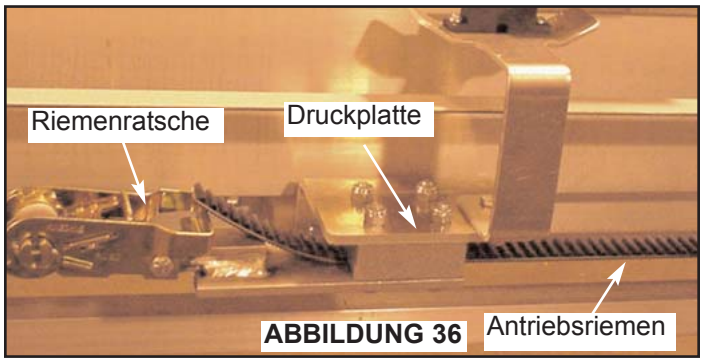

ABBILDUNG 36
1. Die Antriebsriemenspannung prüfen. Sie sollte 244 Nm betragen (siehe ***Abbildung 36***).